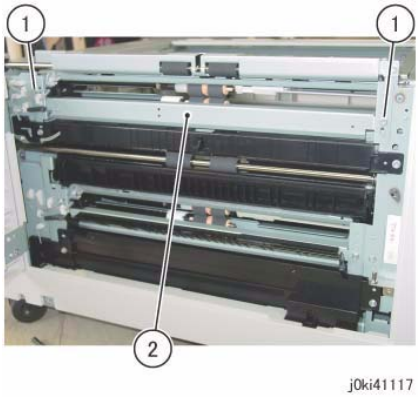

Figure 4 Remove the Tray 2 Feeder
8. Remove the Tray 2 Feeder. (Figure 4)